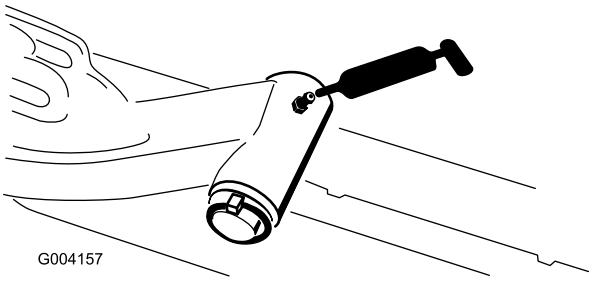

Figur 46
- Lyftarmens svängaxel (1 var) (Figur 46)